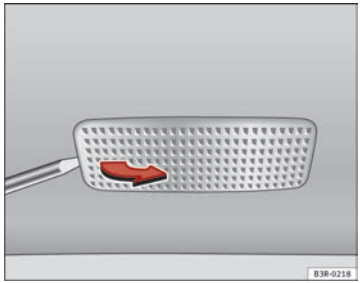

Abb. 227 Ausbau der Leuchte in der Sonnenblende
– Nehmen Sie die Leuchte vorsichtig heraus, indem Sie die flache Seite eines Schraubendrehers benutzen ⇒ Abb. 227.